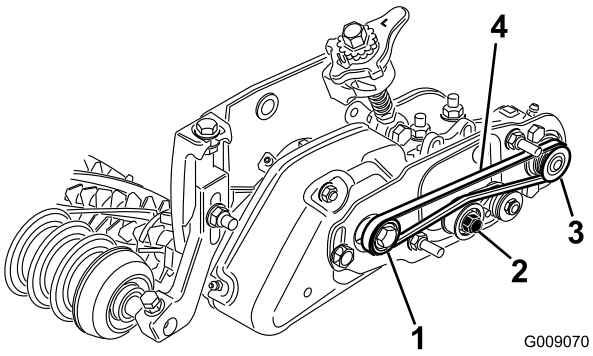

Figura 32
- Avvolgete la cinghia intorno alla puleggia **condotta** e successivamente intorno alla parte superiore della puleggia tendicinghia (Figura 32).
- Avviate la cinghia sulla **puleggia** motrice (Figura 32).